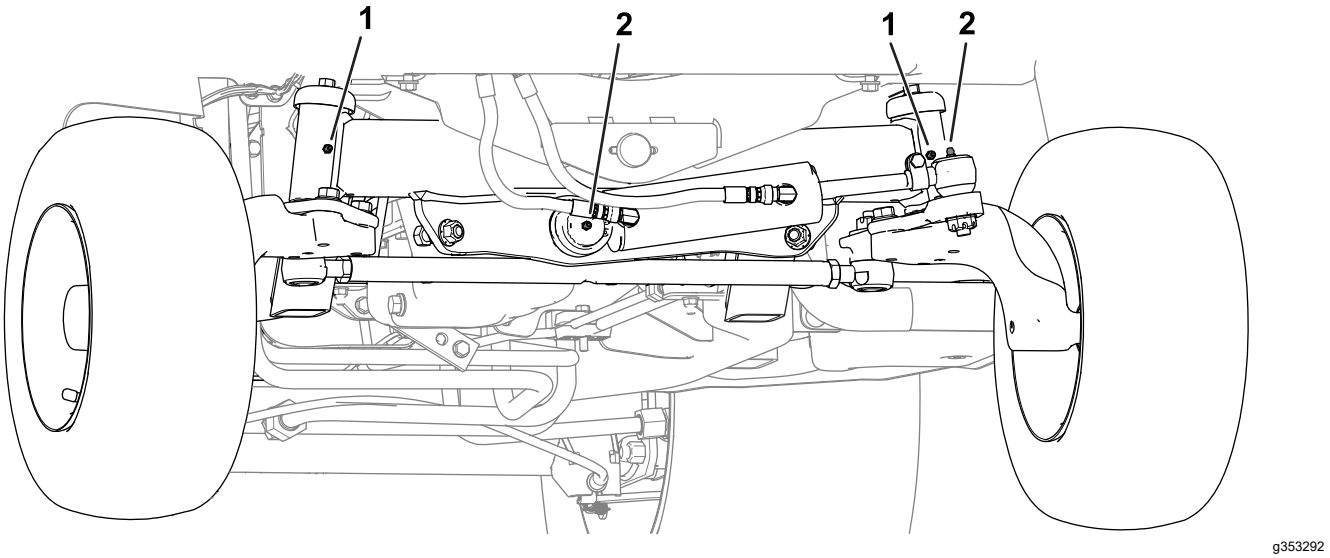

Figur 51
- **Maskinens bagende** (Figur 51):
- Hydraulikcylinderens kugleled (2)
- Akselspindlens nav (2)